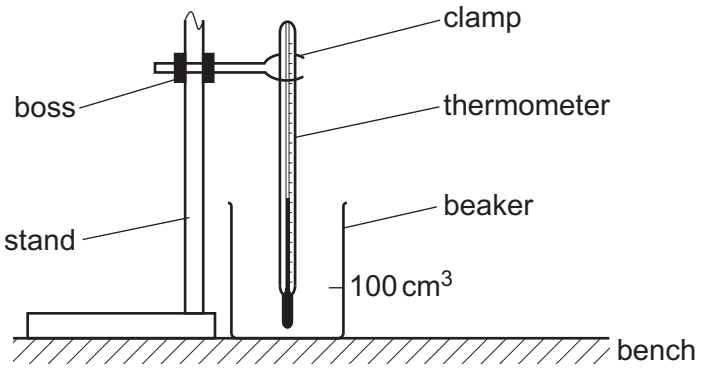

**Fig. 2.1**
**4.** The thermometer must be placed in the clamp and the height of the boss on the stand must be adjusted so that the bulb of the thermometer is approximately 1 cm above the bottom of the beaker as shown in Fig. 2.1.
The supervisor must remove any hot water from the beaker and ensure the apparatus is in the configuration shown in Fig. 2.1.